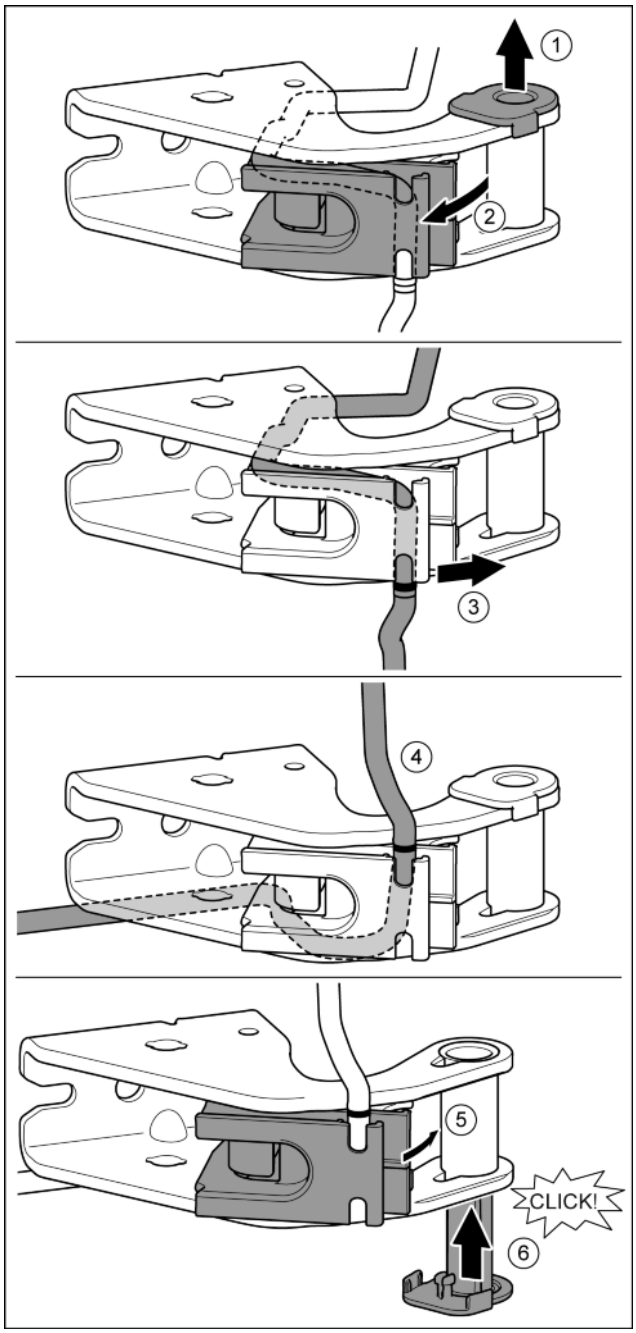

*Fig. 26*
▶ Pull the bearing bush out of the guide. *Fig. 26 (1)*
▶ Swing the cable bracket out. *Fig. 26 (2)*
▶ Remove the cable from the guide. *Fig. 26 (3)*
▶ Insert the cable mirror inverted. *Fig. 26 (4)*
▶ Swing the cable bracket in. *Fig. 26 (5)*
▶ Insert bearing bush from the other side and click into place. *Fig. 26 (6)*